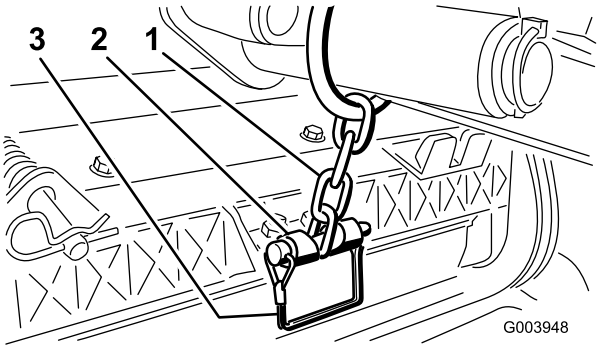

Figur 12
12. Fest løftearmkjedet til kjedebraketten med låsestiften (Figur 12).